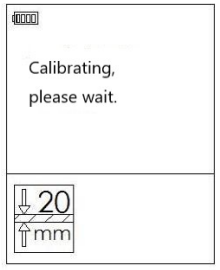
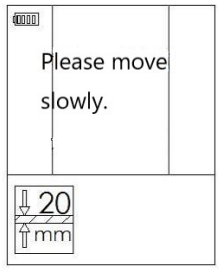

Figure 7
Figure 8
1) Press the wood button to enter the foreign body detection mode (as shown in Figure 7), and speaker will indicate the current detection mode (mute if the sound is turned off).
2) When detecting foreign bodies, the instrument must be vertically attached to the wall and then press the button to detect. Keep the instrument stay for 1-3s and the instrument calibration will be completed (as shown in Figure 7 and Figure 8) before conducting the detection operation. Place the sensor on the surface of object and move it evenly and slowly in the same direction to the left or right, without lifting or applying additional pressure.